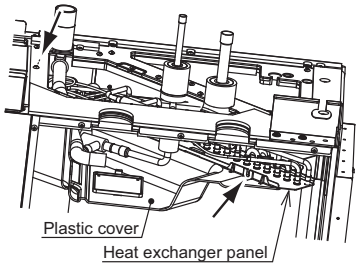

Fig.1
4. Removing the plastic cover (Fig.1)